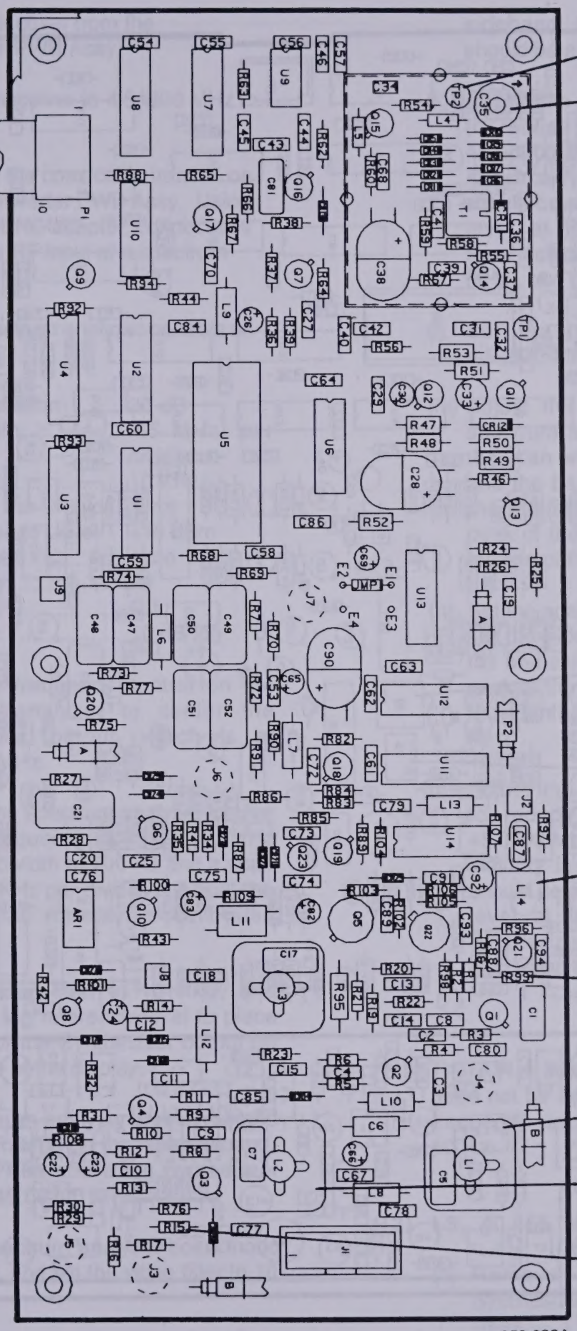

Figure 6-10. Reference/BFO PWB Assy
i. REFERENCE/BFO PWB ASSY A1A9 (figure 6-10).
(1) L1, L2, 40 MHZ REF Output Peaking Adj.